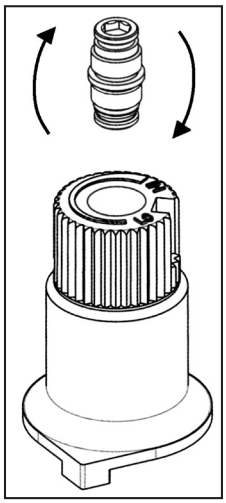

Figure 16: Flip valve screw.
e) Flip the screw (refer to Figure 16).